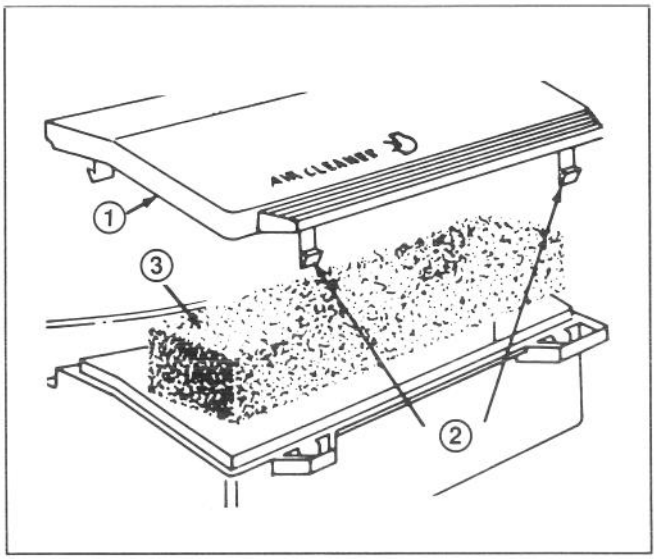

Figure 16
2. Push in locking tabs and lift off air cleaner cover (Fig. 16). Clean cover thoroughly.
3. If top of foam element is dirty, remove it from air cleaner body (Fig. 16). Clean thoroughly.